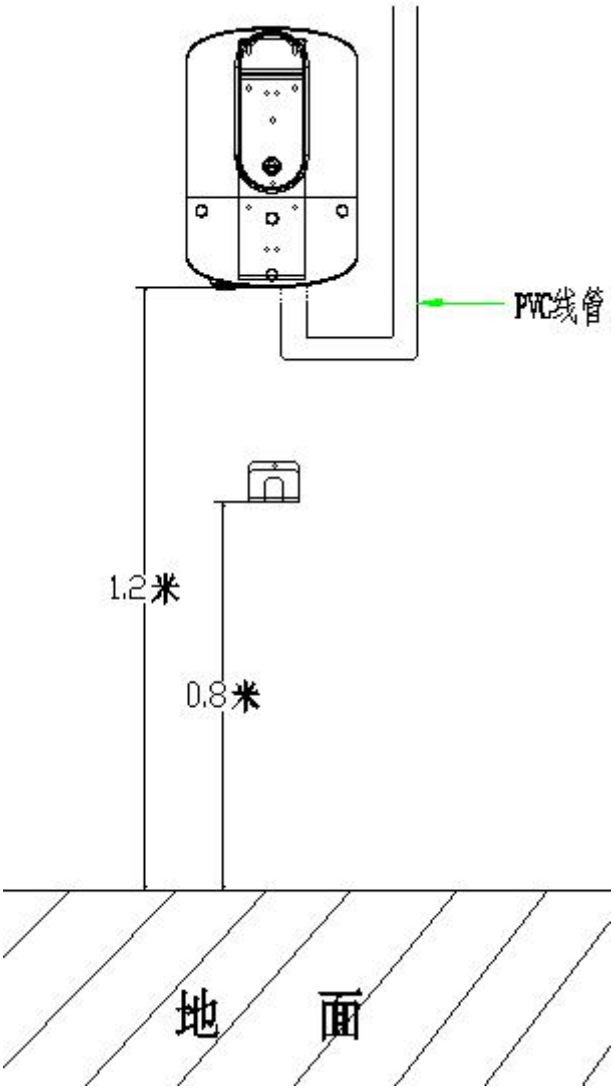

图 14
3、最后用 3*6㎜² 的电线套上 PVC 管从配电箱接入充电桩主机箱内，并接入到设备对应的接线端子上。如图 14